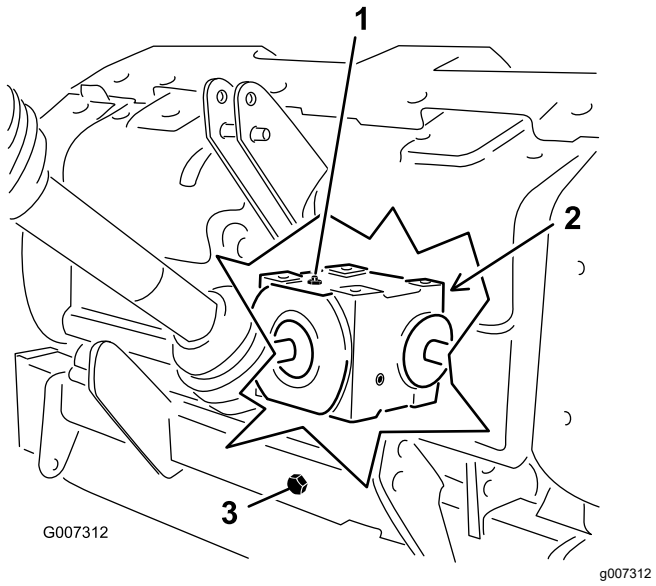

Figuur 31
2. Verwijder de controleplug van de tandwielkast (Figuur 31).
3. Controleer of het oliepeil tot aan de onderzijde van de controleplugopening in de tandwielkast staat (Figuur 31).
1. Verwijder vuil van de vulplug en de aftapplug om verontreiniging te voorkomen (Figuur 31).